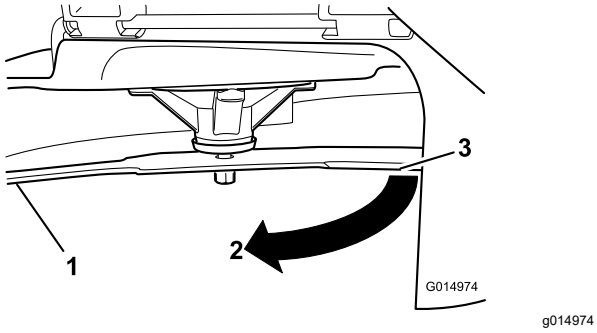

Figur 66
3. Uppmätt avstånd mellan kniv och yta (A)
4. Rotera samma kniv 180 grader så att den motsatta skäreggen nu är i samma läge (Figur 66).